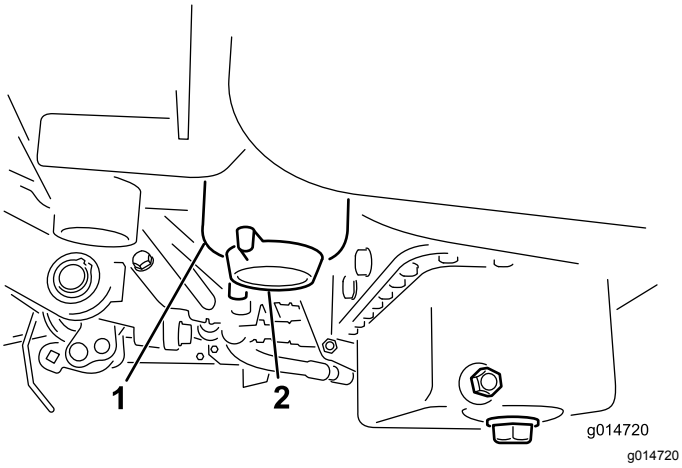

**Figuur 34**
2. Reinig de omgeving van de plaats waar de filterbus wordt gemonteerd (Figuur 34).
4. Open de filteraftapplug (Figuur 34).